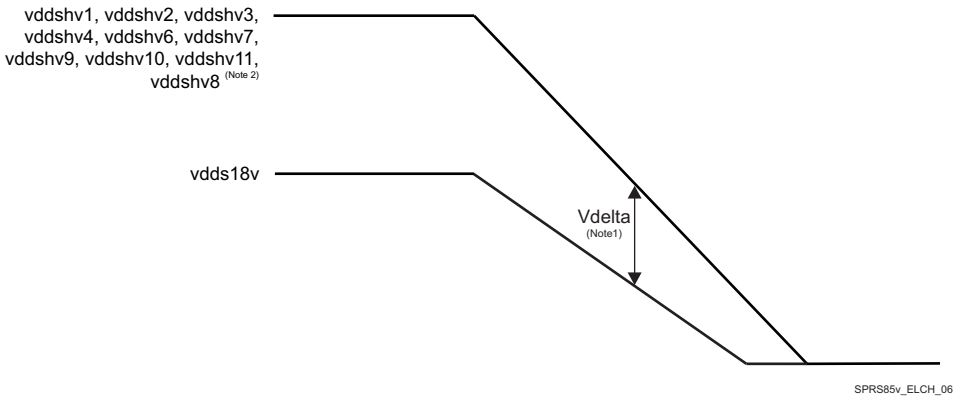

**Figure 5-7. vdds18v versus vddshv* Discharge Relationship**
(5) vddshv* domains supplied by 3.3 V:
- must not exceed vdds18v by more than 2 V during ramp down, see Figure 5-7 “vdds18v versus vddshv* Discharge Relationship”.
(6) vdd_mpu, vdd_gpu, vdd_dspeve, vdd_iva can be ramped at the same time or can be staggered.
(7) vddshv8 domain:
(8) vdd must ramp after or at the same time as vdd_mpu, vdd_gpu, vdd_dspeve and vdd_iva.
(9) If any of the vddshv[1-7,9-11] rails (not including vddshv8) are used as 1.8 V only, then these rails can be combined with vdds18v. vddshv[1-7,9-11] is allowed to ramp down at either of the two points shown in the timing diagram in either 1.8 V mode or in 3.3 V mode. If vddshv[1-7,9-11] ramps down at the later time in the diagram then the board design must ensure that the vddshv[1-7,9-11] rail is never higher than 2.0 V above the vdds18v rail.
(10) vddshv8 is separated out to show support for dual voltage. If a dedicated LDO/supply source is used for vddshv8, then vddshv8 ramp down should occur at one of the two earliest points in the timing diagram. If vddshv8 is powered by the same supply source as the other vddshv[1-7,9-11] rails, then it is allowed to ramp down at either of the last two points in the timing diagram.
Figure 5-7 describes the discharge relationship between vdds18v and vddshv* power supplies during power-down.